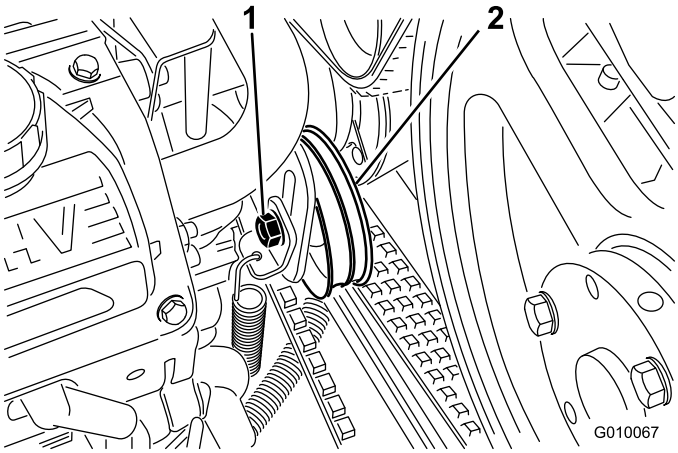

Figura 58
3. Desaperte o parafuso intermédio da correia da bomba o suficiente para mermitir o movimento na sua ranhura de ajuste (Figura 58).